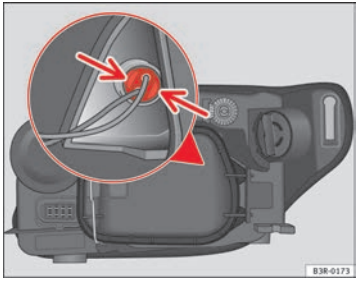

Fig. 213 Side light bulb (outside of vehicle)
- Gently press on the bulb holder tabs ⇒ fig. 213 and pull the cover upwards (it can also be removed by pulling on the bulb holder wires).